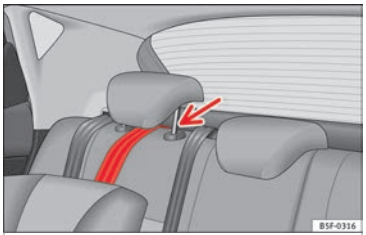

Fig. 34 Correa de sujeción: correcto ajuste y montaje.
- Coloque la correa por debajo del apoyacabezas del asiento posterior ››› **fig. 34** (levante el apoyacabezas si es necesario).